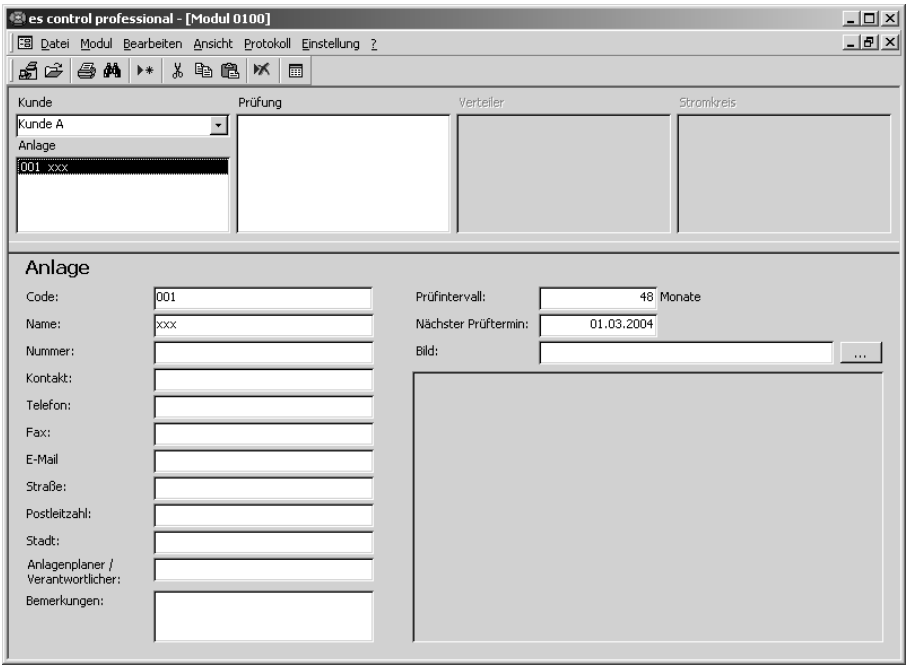

Bild 6.7 Datensatz für Anlage hinzufügen
- Legen Sie nun einen neuen Datensatz an. Benutzen Sie dazu den Menübefehl "Bearbeiten | Neuer Datensatz " oder verwenden Sie das Kontext-Menü, welches mit der rechten Maustaste aufgerufen wird. Es wird eine neue Anlage für den Kunden "Kunde A" angelegt. Der neue Datensatz für die Anlage wird dargestellt wie in Bild 6.7.